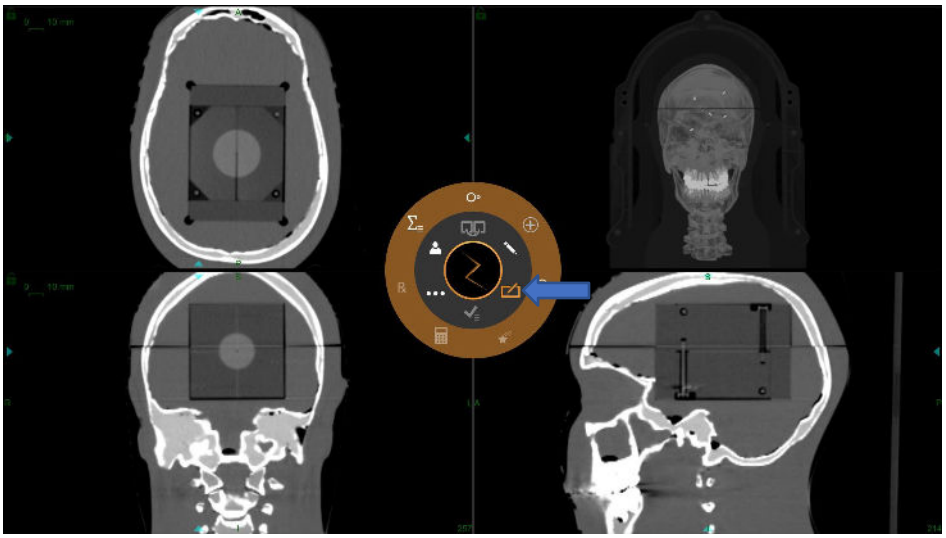

Figura 7-2 Icona "Plan" (Piano).
1. Fare clic sul'icona **Plan** (Piano) per aggiungere un isocentro (vedi Figura 7-2).